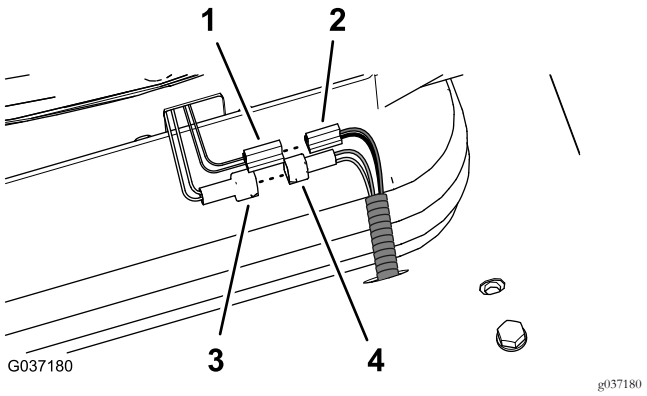
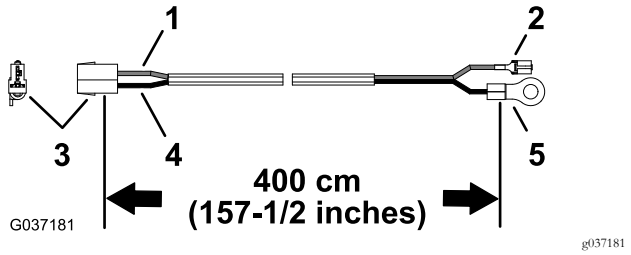

Figur 30
Figur 31
2. Koble setebryterens kontakt (gule og grå ledninger) til maskinledningssatsens kontakt (Figur 30).
3. Finn ledningssatsen på 400 cm (med en ringterminal) som vist i Figur 31.
5. Koble kontakten med to blader for setets luftfjæring i ledningssatssettets kontakt med to sokler (svarte og røde ledninger) på 400 cm (Figur 30 og Figur 31).